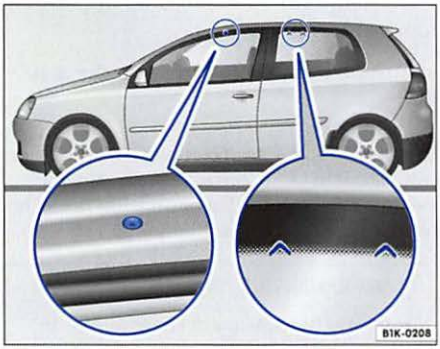
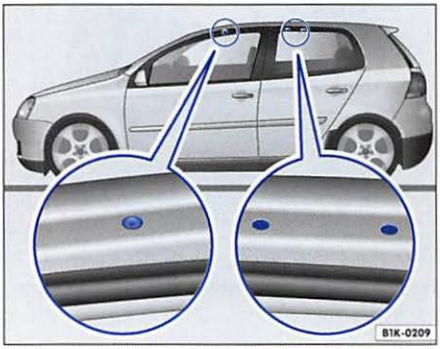

Fig. 71 Attachment points for 2-door vehicles
Fig. 72 Attachment points for 4-door vehicles
Front: The attachment holes are located on the underside of the roof rails ⇒ fig. 71, visible with the door open.
Rear: The markings are located above the rear side windows ⇒ fig. 71.
Front: The attachment holes are located on the underside of the roof rails ⇒ fig. 72, visible with the door open.
Rear: The markings are located on the underside of the roof rails ⇒ fig. 72, visible with the door open.
- **Always attach the roof rack securely and only at the mounting points shown in the illustrations ⇒ page 72, fig. 71 and ⇒ page 72, fig. 72.** ◀
- **Always attach the roof rack securely and only at the mounting points shown in the illustrations and ⇒ page 72, fig. 71 and ⇒ page 72, fig. 72.**